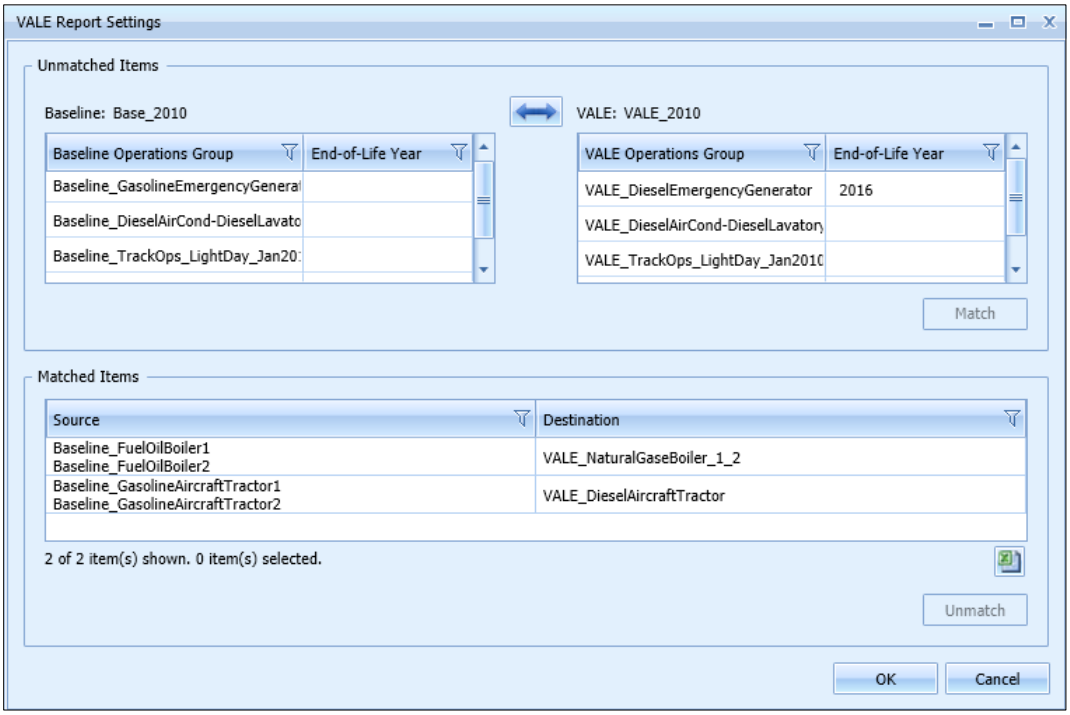

Figure 5-48 Sample VALE Report Settings Dialog
2. From the *Reports* ribbon group, click *VALE Report* to open the *VALE Report Settings* dialog (Figure 5-48).